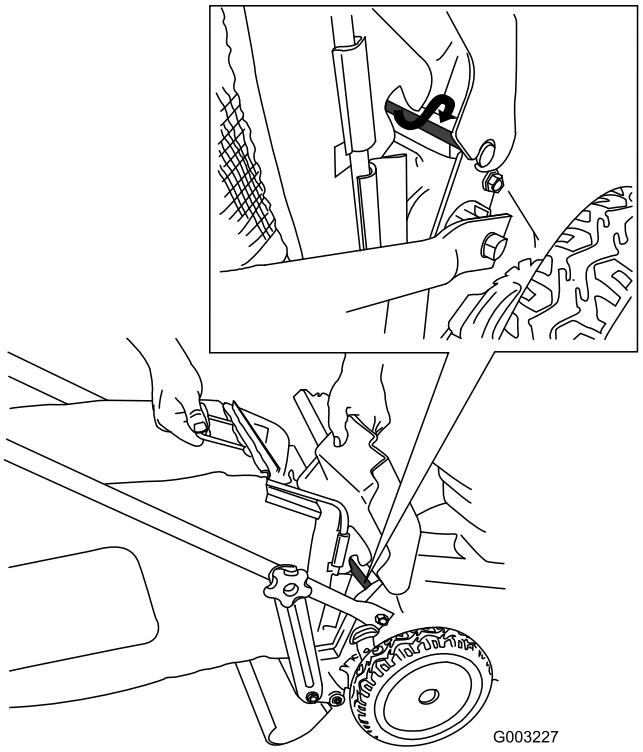

Figura 24
4. Montate il cesto di raccolta sull'asta dello sportello (Figura 24).